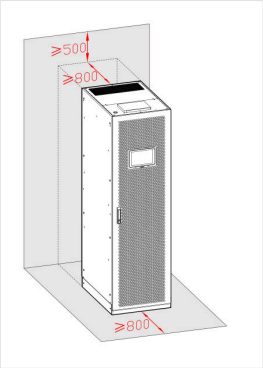

FIGURE 2-1 Minimum clearances, in mm
- Clearances (Figure 2-1): at least 800 mm in front and behind, 500 mm above; also the working space required by IEC 60364 and the local regulations in front. Air enters at the front and leaves at the rear.